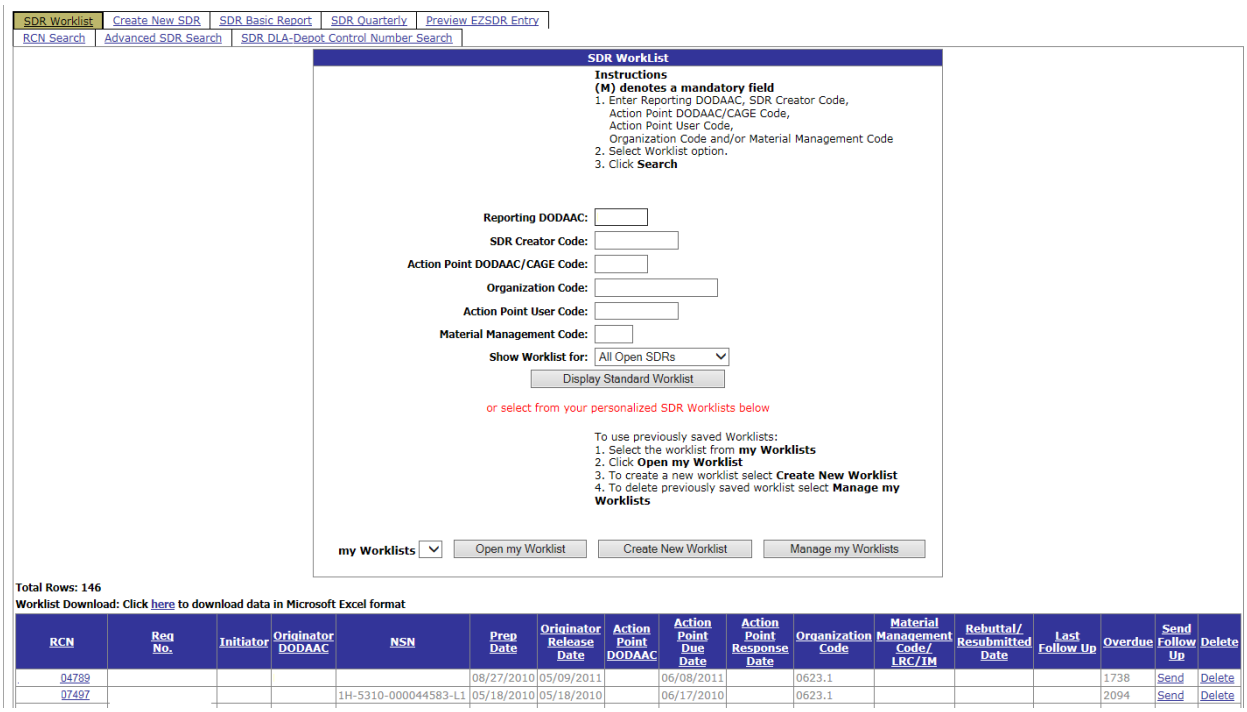
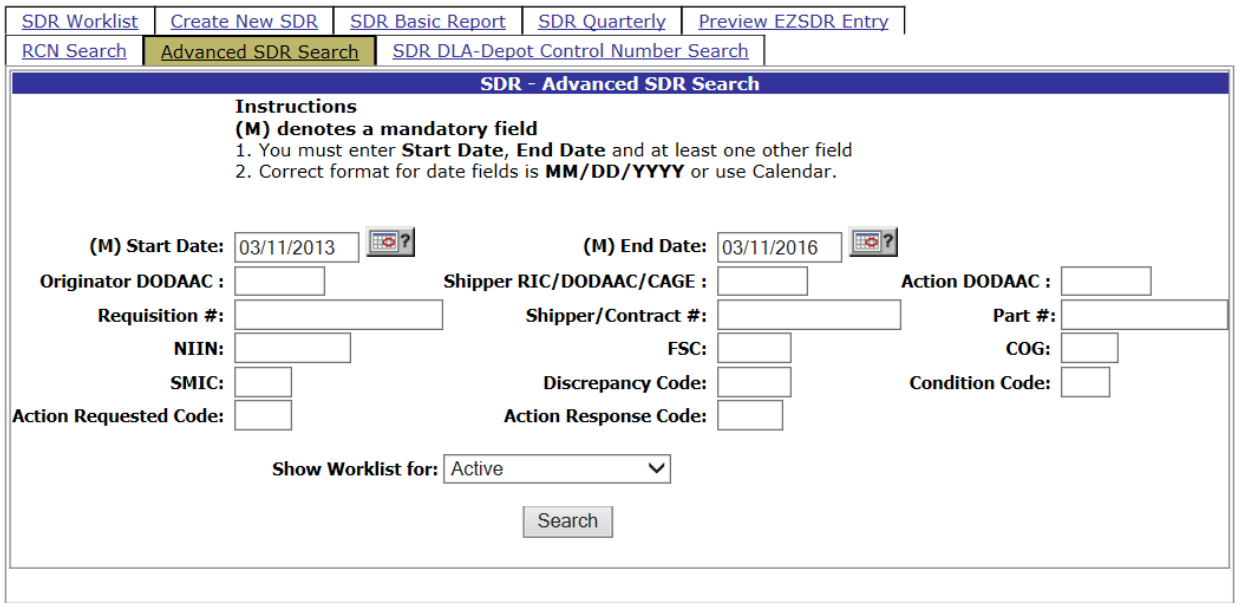

Figure 4.1
Figure 4.6
n. **Send Follow up** - This option appears when the Action Point is overdue (Figure 4.1). Click Send Follow up email to the Action Point.
After finding the records you're looking for, you can access those records by clicking on the Report Number link from the results listed (See Figure 4.1). This will bring you to the SDR Front View page (Figure 4.6).